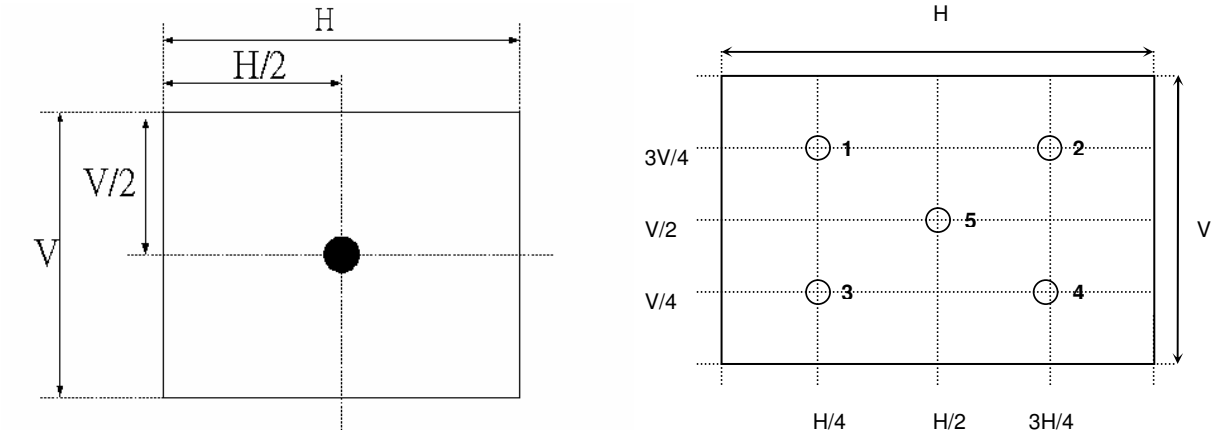

**Fig.4-2 Optical measurement point**
2. Surface luminance is luminance value at point 1 across the LCD surface 50cm from the surface with all pixels displaying white. From more information see Fig. 4-2. When $V_{DDB}$ = 24V, $I_{DDB}$ = 6.4A. $L_{WH}=L_{on1}$, Where $L_{on1}$ is the luminance with all pixels displaying white at center 1 location.